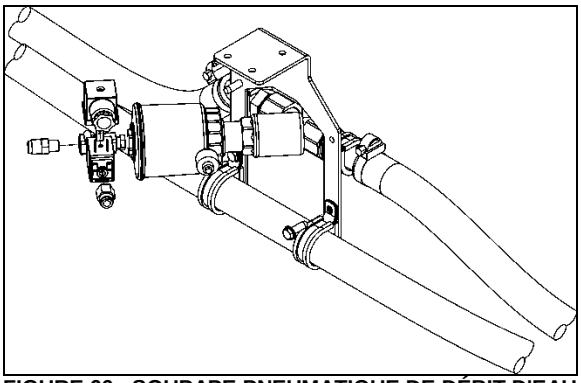

FIGURE 66 : SOUPAPE PNEUMATIQUE DE DÉBIT D'EAU CHAUDE DE L'UNITÉ DU CONDUCTEUR
Le débit d'eau chaude vers le radiateur de chauffage de l'unité du conducteur est contrôlé par une soupape pneumatique normalement ouverte. La soupape est située au plafond du compartiment de la roue de secours (Figure 66), est conçue de façon à ce que l'électrovanne pilote, qui fait partie de l'ensemble, ouvre et ferme un port qui dirige la pression d'air vers le boîtier de l'actionneur, ouvrant ou fermant ainsi la soupape.
2. Repérer la soupape pneumatique de débit d'eau chaude normalement ouverte sur le plafond du compartiment de la roue de secours (Figure 66), débrancher le connecteur, puis connecter une source d'alimentation externe de 24 V avec des câbles d'appoint pour fermer la soupape.